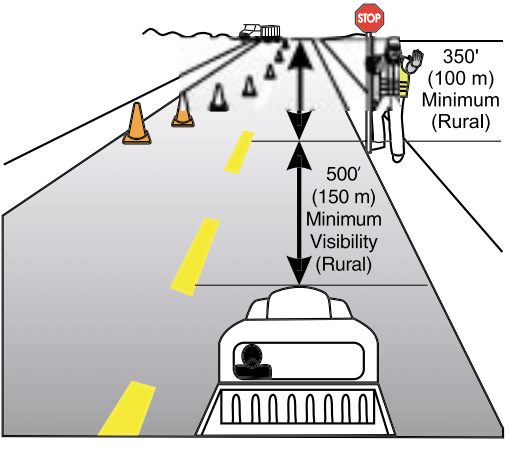

Figure 2
In rural areas, flagger stations should generally be located (1) a minimum of 350 feet (100 m) in advance of the work site and (2) where the flagger is visible to approaching traffic at least 500 feet (150 m) away (see Figure 2).